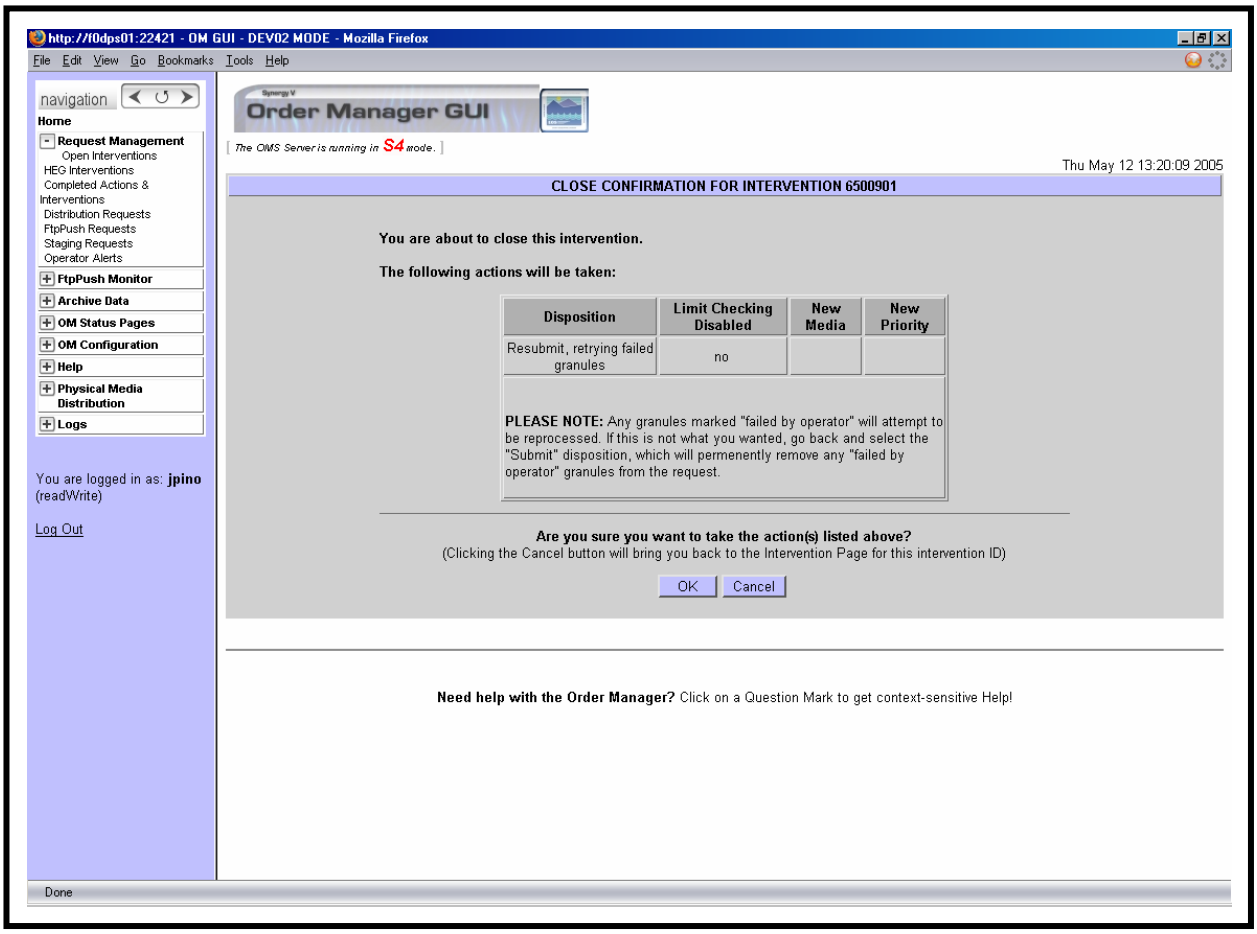

Figure 43. Close Confirmation Page for HEG Intervention
- A **Close Confirmation** page (Figure 43) is displayed.